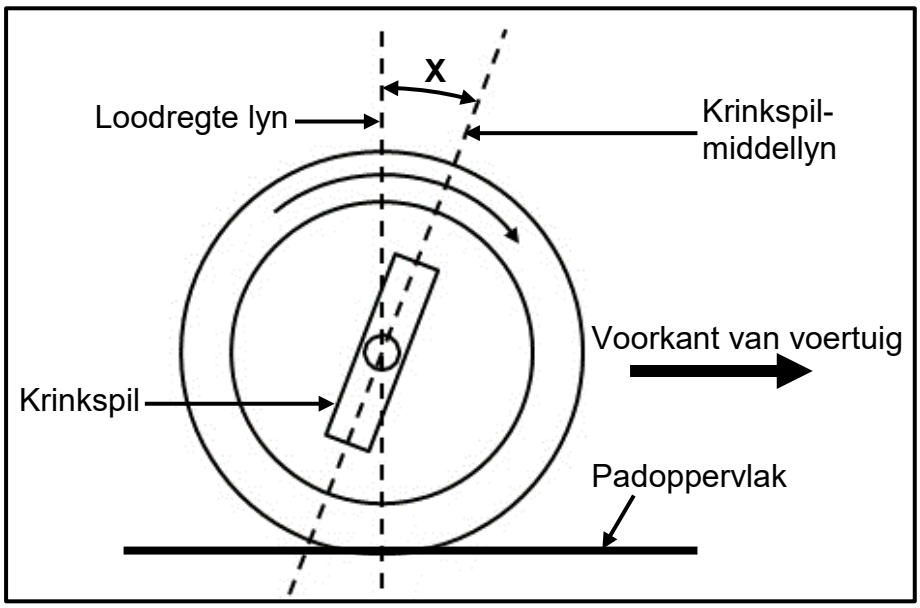

FIGUUR 4.12
4.12 Identifiseer die wielsporingshoek **'X'** soos in FIGUUR 4.12 hieronder getoon.